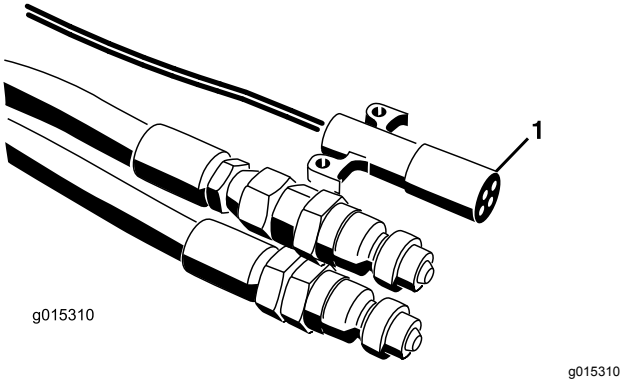
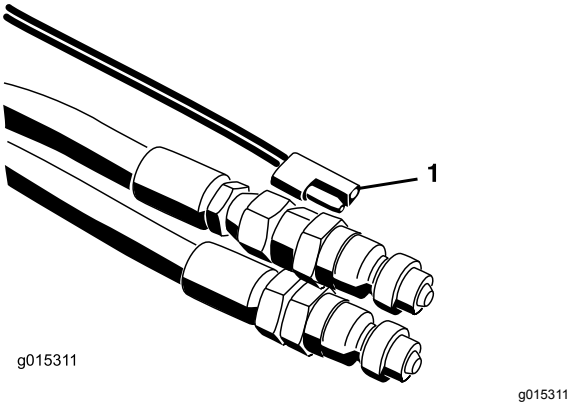

Figur 21
Figur 22
7. Koppla strömkablaget till bogserfordonet (Figur 21 och Figur 22). På SH-modeller ska av-/på-kontrollen placeras inom räckhåll från förarsätet. Se till att brytaren är avstängd.